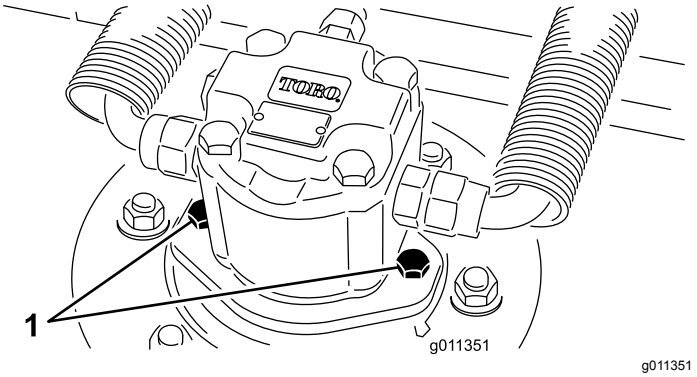

Figur 79
2. Frakobl og fjern hydraulikmotoren fra klippeskjoldet (Figur 79). Tildæk spindlens top for at forhindre kontaminering.
4. Installer hydraulikmotoren på klippeskjoldet (Figur 79). Sørg for, at O-ringen er på plads og ikke beskadiget.